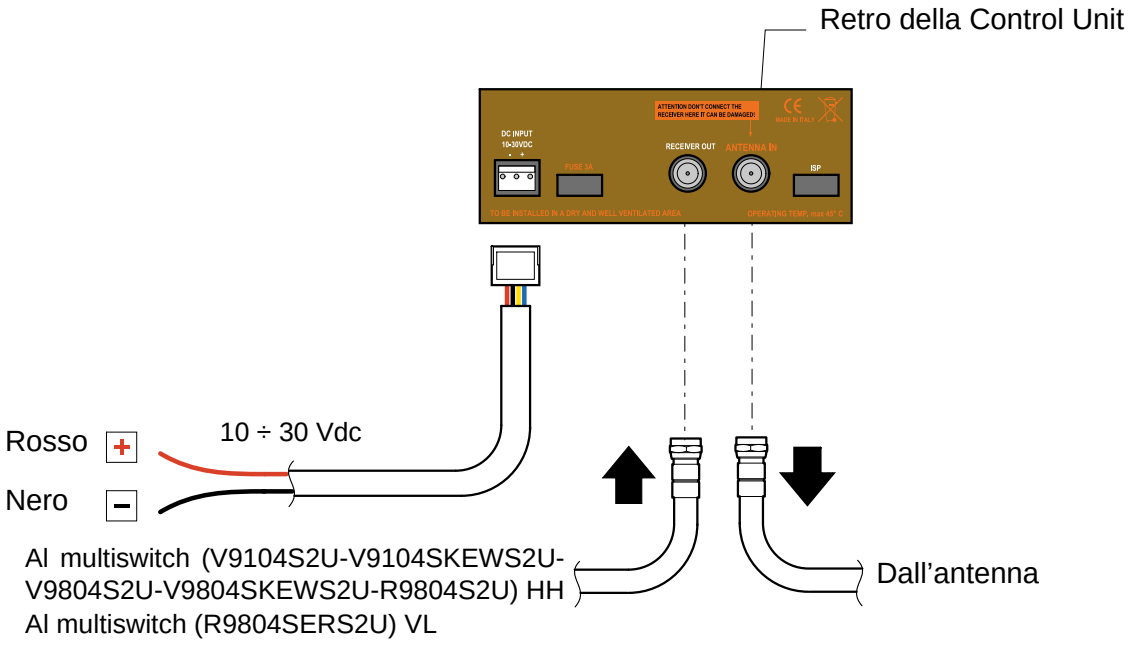
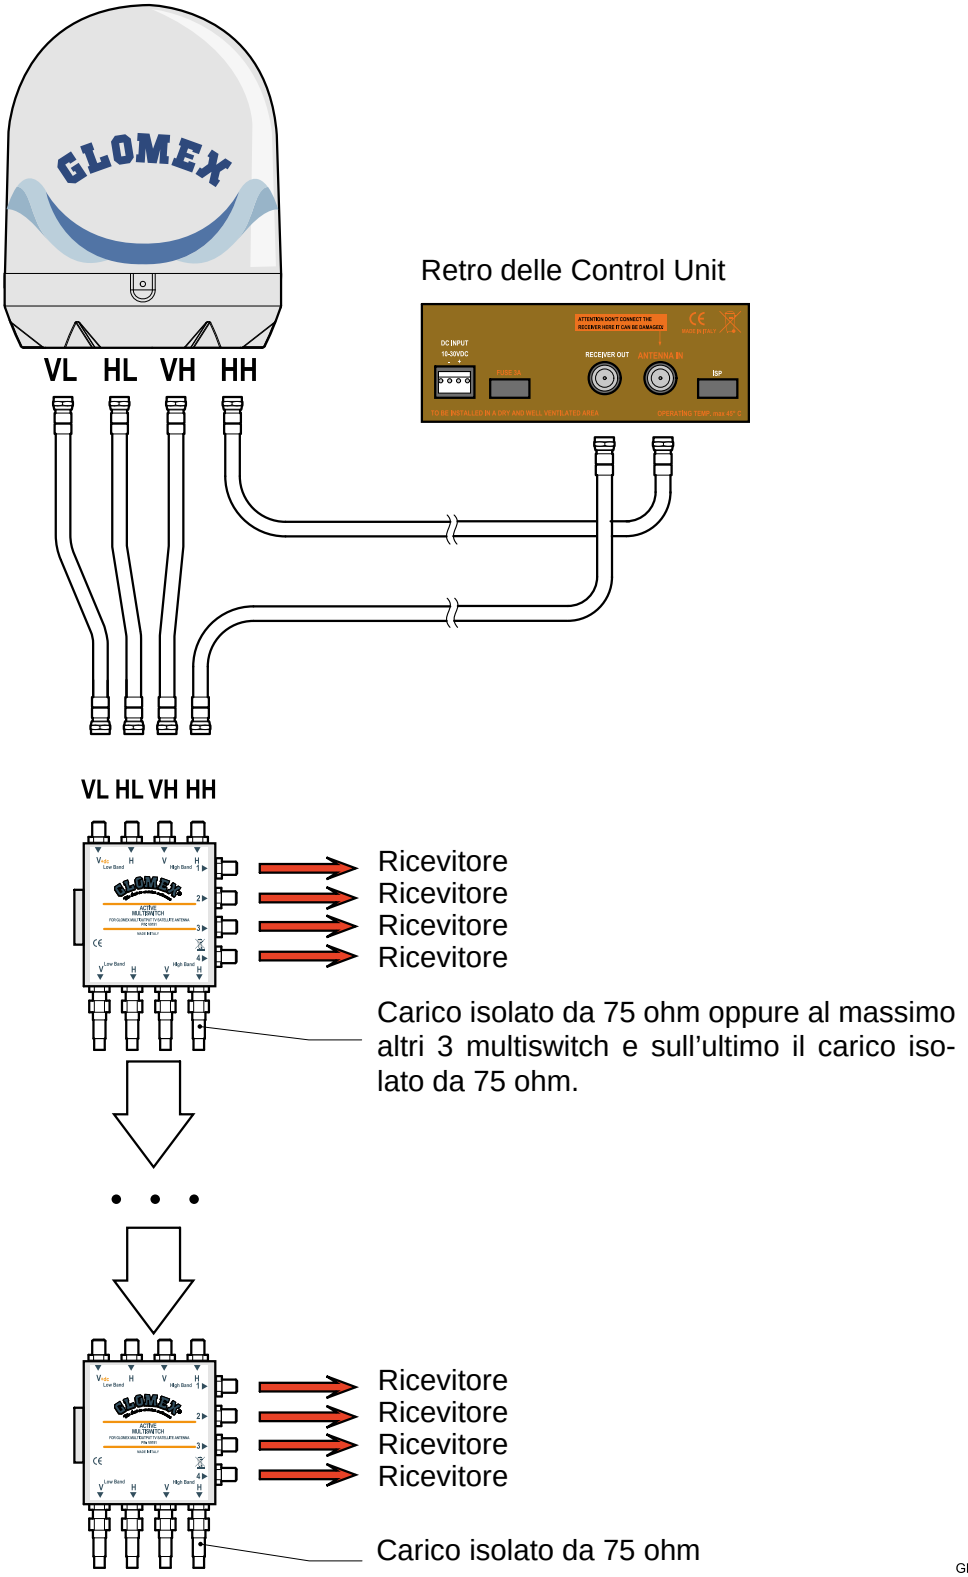

Fig. 15
Fig. 18
5. Per i modelli V9104S2U, V9104SKEWS2U, V9804S2U, V9804SKEWS2U e R9804S2U che prevedono la presenza del multiswitch, cablare i cavi seguendo le indicazioni di Fig. 18.
8. Procedere con la connessione dei cavi all'amplificatore di linea (se presente), al multiswitch (se presente), al/ai ricevitore/i (non incluso/i), come indicato nelle Fig. 1, Fig. 15, Fig. 18.